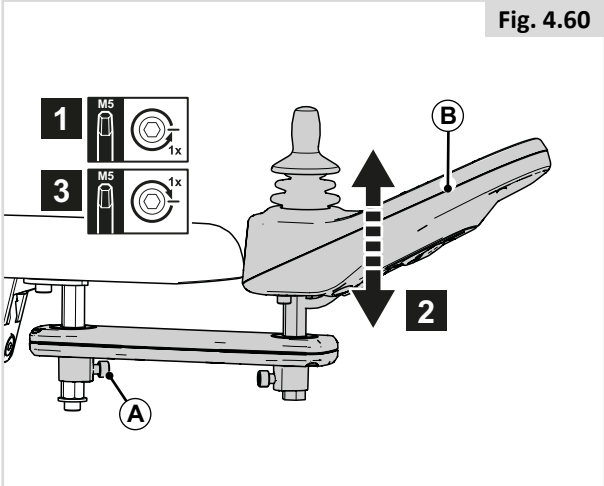

Fig. 4.60
Height of the controller (1) (Fig. 4.60)
1. Loosen (A) by one turn.
2. Adjust (B) to the desired position.
3. Tighten (A).